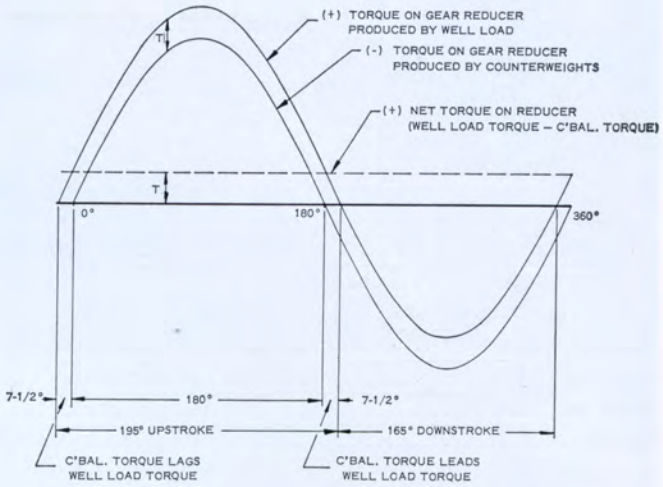

FIGURE 21
The LUFKIN MARK II, due to its more uniform torque demand illustrated in Figure 21 generally permits the use of a smaller prime mover to pump any given well. In the case of a gas engine drive the first costs savings are substantial. With an electric motor drive additional savings may be obtained when electric power charges are based on demand or connected horsepower.
(1) The cross yoke (equalizer) is shifted forward toward the horsehead instead of placing it directly over the gear reducer. This produces approximately a 195° upstroke and a 165° downstroke. (See Fig. 21)
(2) The counterbalance weights are offset on the crank. This produces a counterbalance torque which at the beginning of the upstroke "lags" the well load torque approximately 7½°. Similarly, at the beginning of the downstroke this same offset condition produces a counterbalance torque which "leads" the well load torque approximately 7½°. (See Fig. 21)